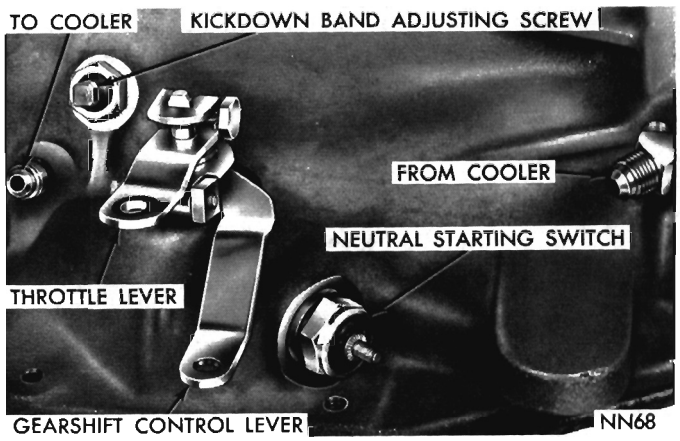

Fig. 7—External Controls and Adjustments
(2) Move transmission control lever (Fig. 7), all the way to rear (in park detent).
(3) With control lever on transmission in park position detent and selector lever in **PARK** position, tighten swivel clamp screw to 100 inch-pounds.
(3) With control lever on transmission in park position detent, and selector lever in **PARK** position, tighten swivel clamp screw to 100 inch-pounds.
The kickdown band adjusting screw is located on left side of the transmission case (Fig. 7).